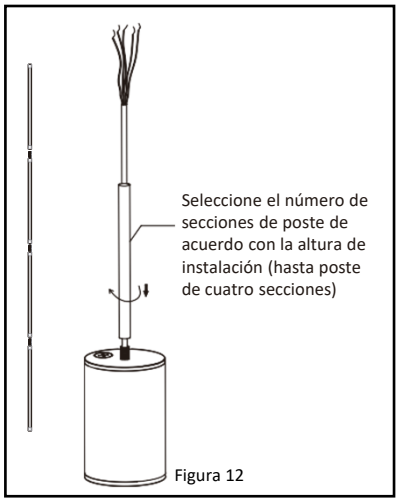

Figura 12
2. Fije los postes colgantes a la luminaria utilizando los pernos huecos suministrados enhebrando el cable a través de cada pieza. ***Ver la Figura 12.***